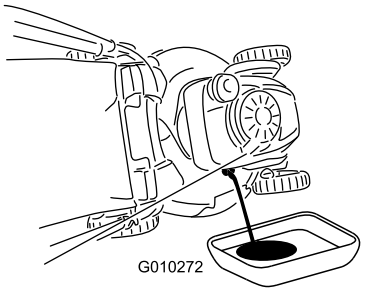

Figur 39
7. Tip maskinen over på siden med oliepåfyldningsrøret nedad, så den brugte olie kan løbe ud gennem oliepåfyldningsrøret ned i olieaftapningsbakken (Figur 39).